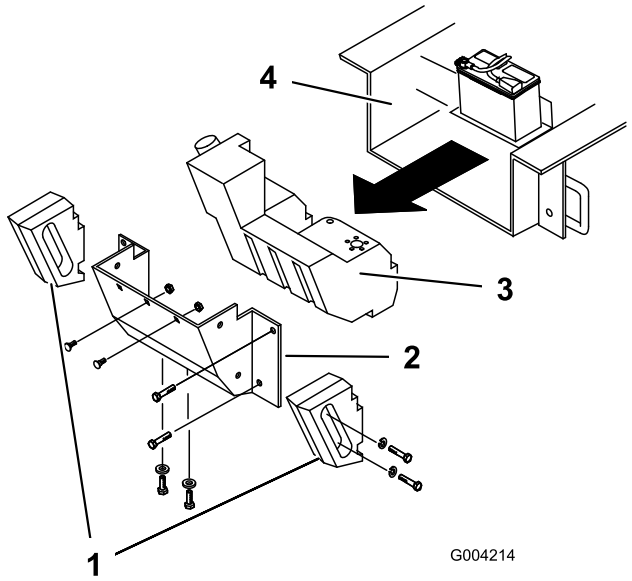

Figur 58
Med tiden samlar chassit under motorn upp smuts och skräp som måste tas bort. Använd en ficklampa, öppna motorhuven och kontrollera området under motorn regelbundet. Om smutsen är 2,5 till 5 cm djup ska du genomföra följande åtgärd (se Figur 58 under hela proceduren):
4. Ta bort bultarna, brickorna och låsbrickorna som håller fast de båda sidovikterna, och ta sedan bort vikterna (Figur 58).
7. Ta bort de sex muttrarna och bultarna som håller fast bakpanelen, och ta sedan bort panelen (Figur 58).
9. Skjut bränsletanken bakåt (Figur 58).
16. Skjut in bränsletanken en bit i chassit (Figur 58).
22. Sätt tillbaka bakpanelen och fäst den med de sex bultarna och muttrarna som du tog bort tidigare (Figur 58).
24. Sätt dit sidovikterna med de bultar, brickor och låsbrickor som du tog bort tidigare (Figur 58).